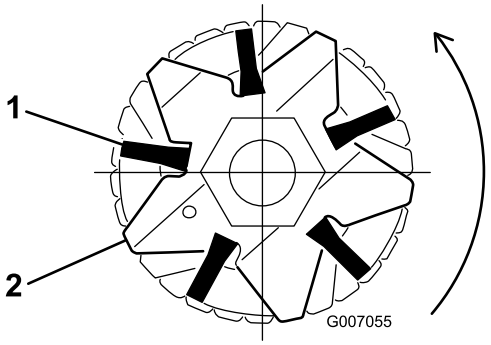
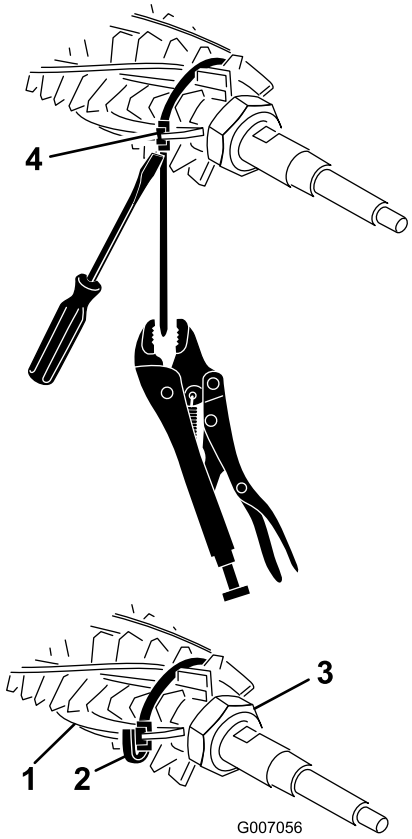

Figuur 37
Figuur 38
2. Controleer of de borstels zich in de gleuven van de groomer-messen bevinden (Figuur 37 en Figuur 38).
3. Draai de tie-wraps, zoals weergegeven in Figuur 38, rond de as van de messenkooi en de borstels van de groomer waarbij de tie-wraps in de groeven in de borstels moeten worden geplaatst (Figuur 37). Positioneer de borstels zodanig dat de tie-wraps zich tussen de volgende messen bevinden: 1-2, 14-15, 28-29 en 41-42.
Opmerking: Als de borstels niet goed in de gleuven van de messen zijn geplaatst, moet u de bevestigingsmoeren van de groomer-messen op elk uiteinde van de groomer-as losmaken en de borstel op de juiste wijze in de gleuven van de messen plaatsen en de bevestigingsmoeren van de groomer-messen weer vastdraaien (Figuur 38).
4. Pak de tie-wrap vast met een schroefklemtang, terwijl u een schroevendraaier tegen de gesp van de tie-wrap duwt, en trek de tie-wrap strak tot deze vastklikt in de groeven van de borstel (Figuur 38).
3. Bevestigingsmoer (2)
5. Snijd of knip de tie-wrap ongeveer 6 mm vanaf de gesp af en vouw het overtollige deel van de tie-wrap over de gesp (Figuur 38).